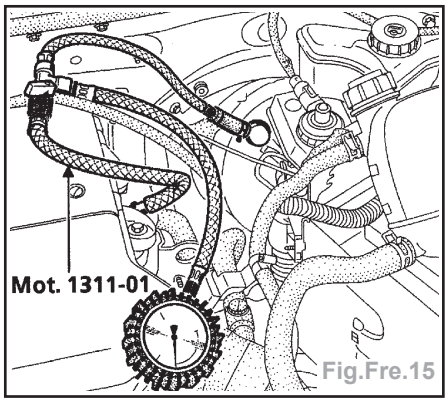

Fig.Fre.15
- Mettre en place le **Mot. 1311-01** entre le servofrein et la source de vide (collecteur d'admission) (Fig.Fre.15).